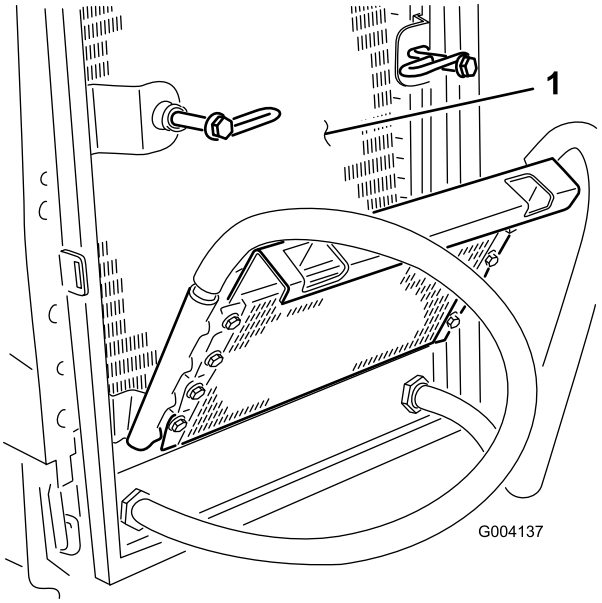

Figur 64
6. Rengør begge sider af oliekøler og køler (Figur 64) grundigt med trykluft.